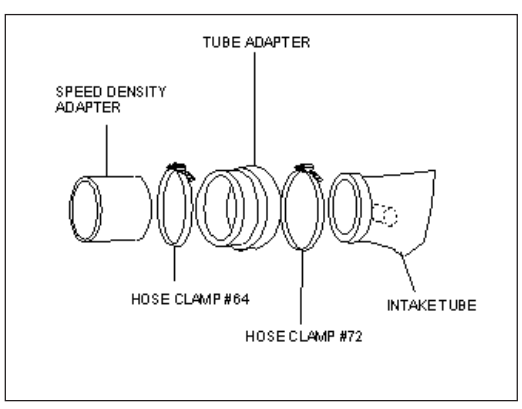

fig. 2
10) Assemble the intake tube, tube adapter and speed density adapter (as shown in fig. 2). 94-97 models - dis-regard the speed density adapter which is necessary for 93 models only.